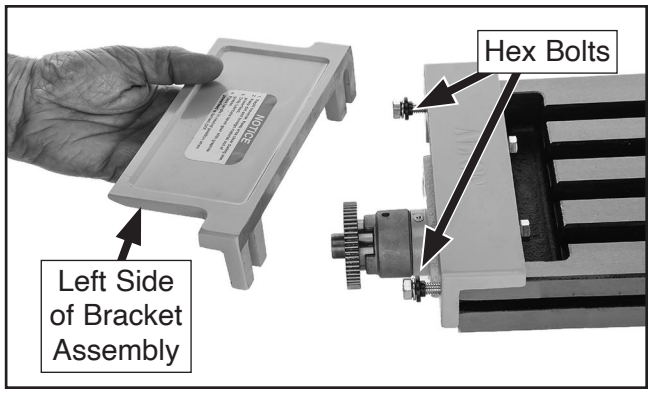

Figure 14. Left side of power feed bracket assembly removed.
9. Loosen hex bolts shown in **Figure 14**, then remove left side of bracket assembly.
13. Loosen hex bolts from **Step 9**, adjust power feed unit until power feed gear meshes with X-axis leadscrew gear, then fully tighten hex bolts (see **Figure 14**).